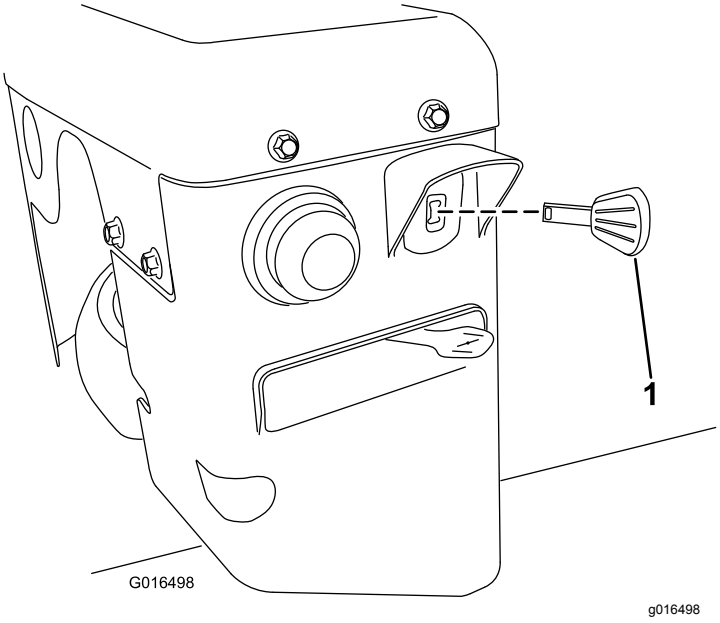

Figur 20
3. Sæt tændingsnøglen helt i (Figur 20).